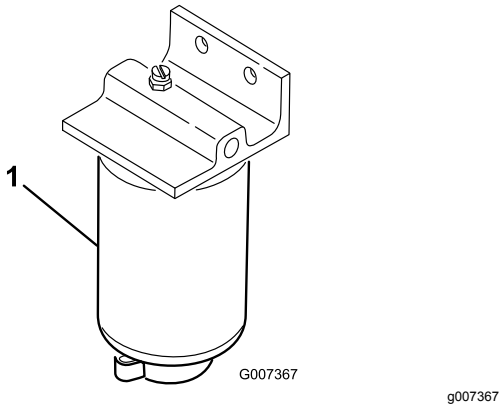

Figur 56
1. Sätt en ren behållare under bränslefiltret (Figur 56).